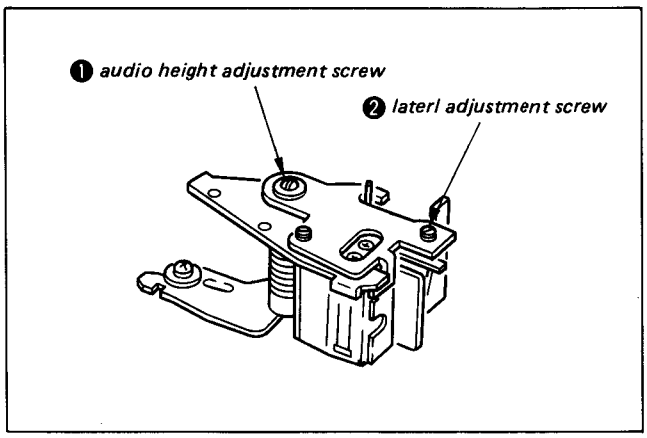

Fig. 4-14
2) Turn the audio head height adjustment screw ① and the lateral adjustment screw ② (Fig. 4-14) until the audio output waveform amplitude is maximum.